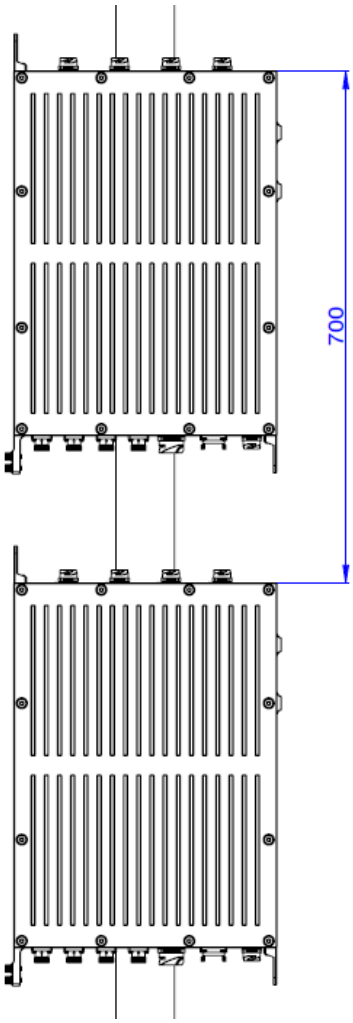

Figure 4-18 Installation spacing
4. If two devices need to be installed on the same pole, the spacing between the two devices should be 750mm, as shown in Figure 4-18.